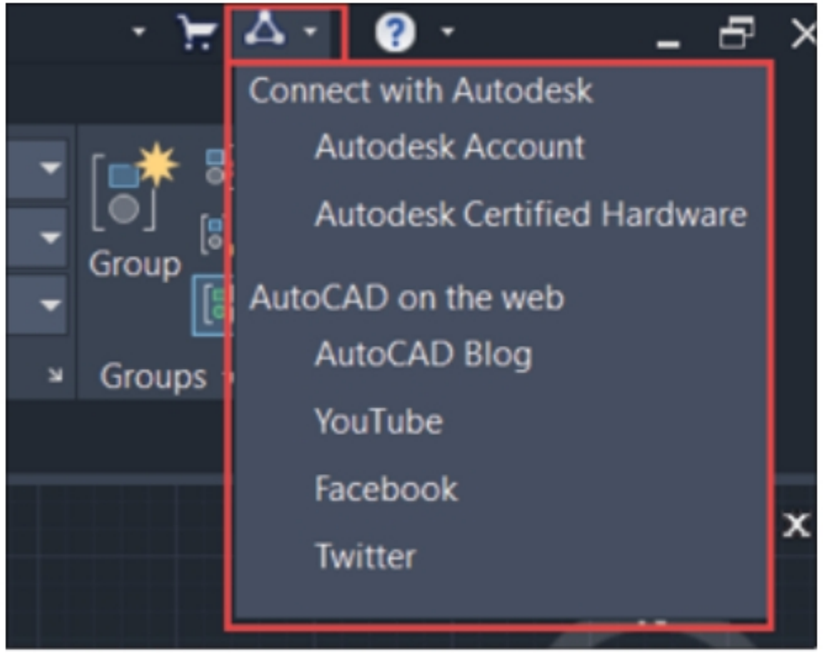

Figure-14. Stay Connected drop-down
- Options in the **Stay Connected** drop-down are used to manage autodesk account and access the resources of software available online on Autodesk website; refer to Figure-14.